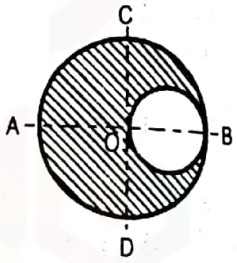

Fig. 1.43
79. A circular hole of 50 mm diameter is cut out from a circular disc of 100 mm diameter as shown in Fig. 1.43. The centre of gravity of the section will lie